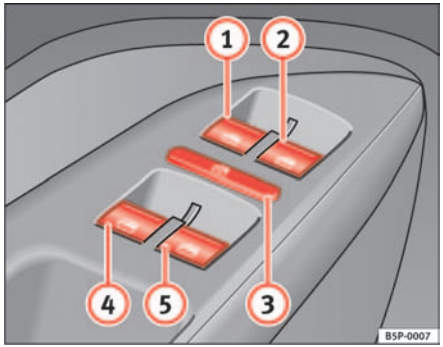

Fig. 69 Section of the driver door: controls for the front and rear windows
The buttons ⇒ page 106, fig. 69 (1) and (2) have two levels for opening the window and two for closing it. This makes it easier to open or close windows to the desired position.